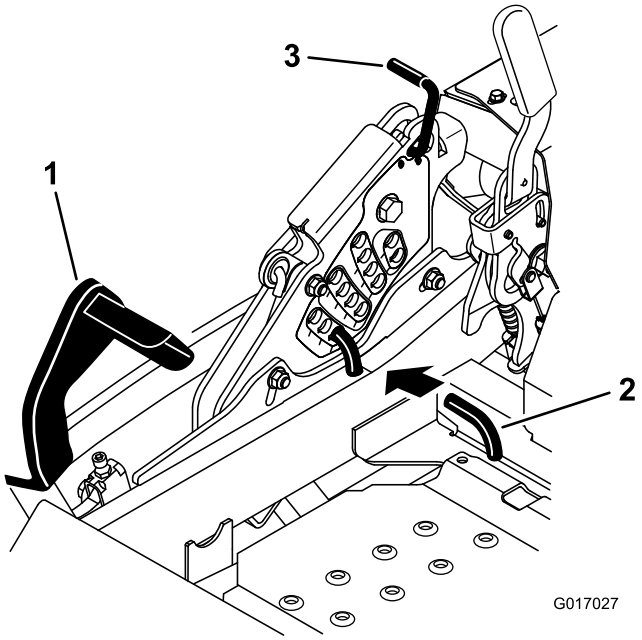

Figur 85
5. Skjut däcklyftpedalen hela vägen framåt så att däcket låses i transportläget (14 cm) (Figur 85).